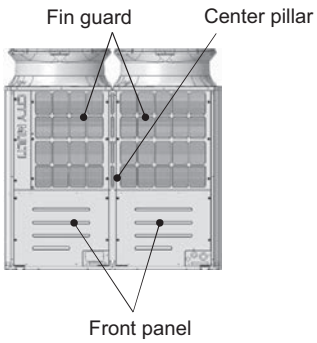

Figure 2
(1) Remove the two front panels from the unit by unscrewing the 14 screws. (See Figure 2.)
(2) Remove the fin guard by unscrewing the 12 screws. (See Figure 2.)